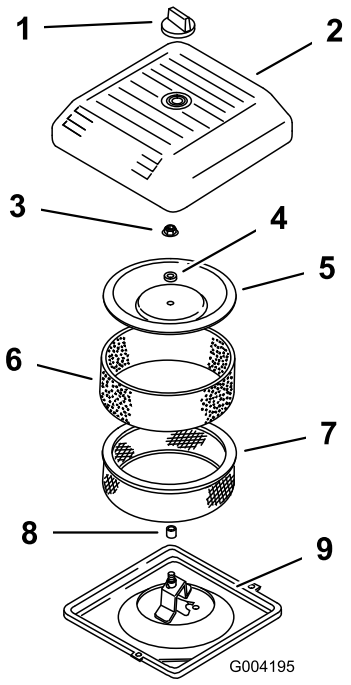

**Rysunek 43**
3. Odkręć pokrętło i zdejmij pokrywę filtra powietrza (Rysunek 43).
4. Ostrożnie wysuń piankowy filtr wstępny z wkładu papierowego (Rysunek 43).
5. Odkręć nakrętkę pokrywy i zdejmij pokrywę, przekładkę i filtr papierowy (Rysunek 43).
2. Umieść zespół filtra powietrza w podstawie filtra powietrza (Rysunek 43).
3. Zamocuj pokrywę, podkładkę i zabezpiecz nakrętką pokrywy (Rysunek 43). Dokręć nakrętkę do 11 N-m.
4. Załóż pokrywę filtra powietrza i zamocuj pokrętłem (Rysunek 43).